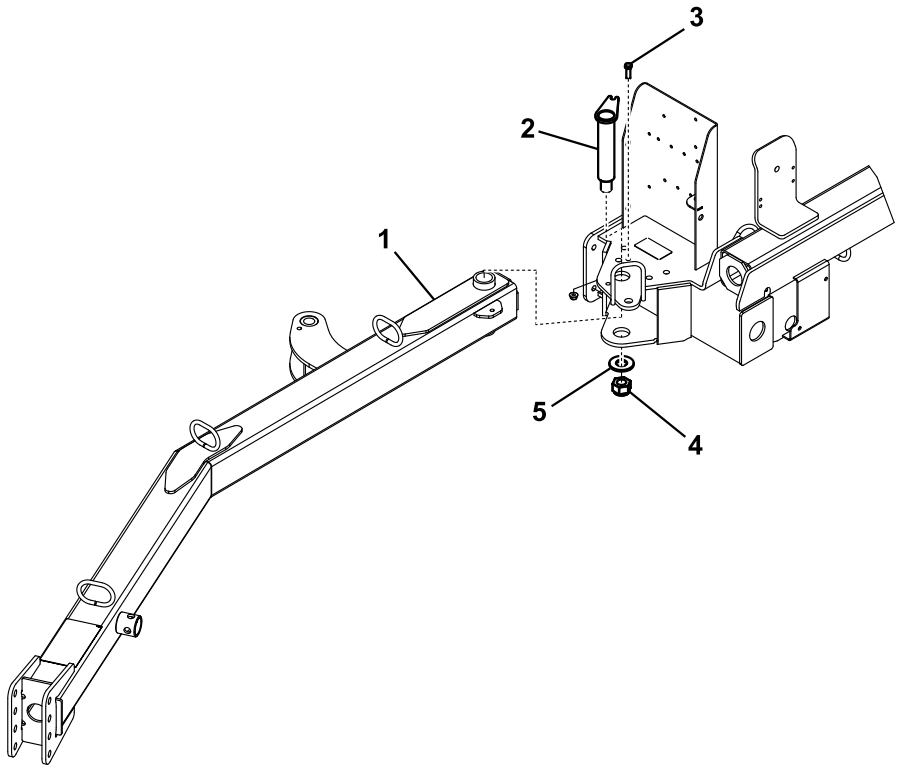

Figur 3
1. Før inn den bakre enden av koblingsarmen mellom monteringsplatene på oppsamleren mens du innretter monteringshullene (Figur 3).
2. Før koblingtappen gjennom monteringsplatene og koblingsarmen (Figur 3).
3. Fest hver koblingstapp til monteringsplaten med en bolt på 3/8 x 1 1/4 tomme og en låsemutter på 3/8 tomme (Figur 3)
4. Fest bunnen av koblingstappen med en stor skive, stor mutter og setteskrue med firkantet hode (Figur 3).